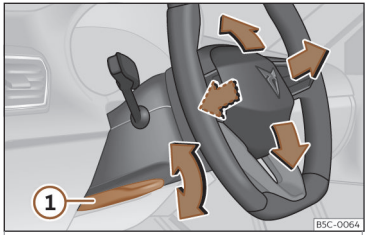

Fig. 8 Leva nella parte inferiore del lato sinistro del piantone dello sterzo.
- Tirare la leva>>> **fig. 8** ① verso il basso, muovere il volante verso la posizione desiderata e risollevare la leva fino al punto di chiusura.
- **Dopo aver regolato il piantone dello sterzo, spingere fermamente la leva>>> fig. 8 ① verso l'alto affinché il volante non cambi posizione accidentalmente durante la marcia.**